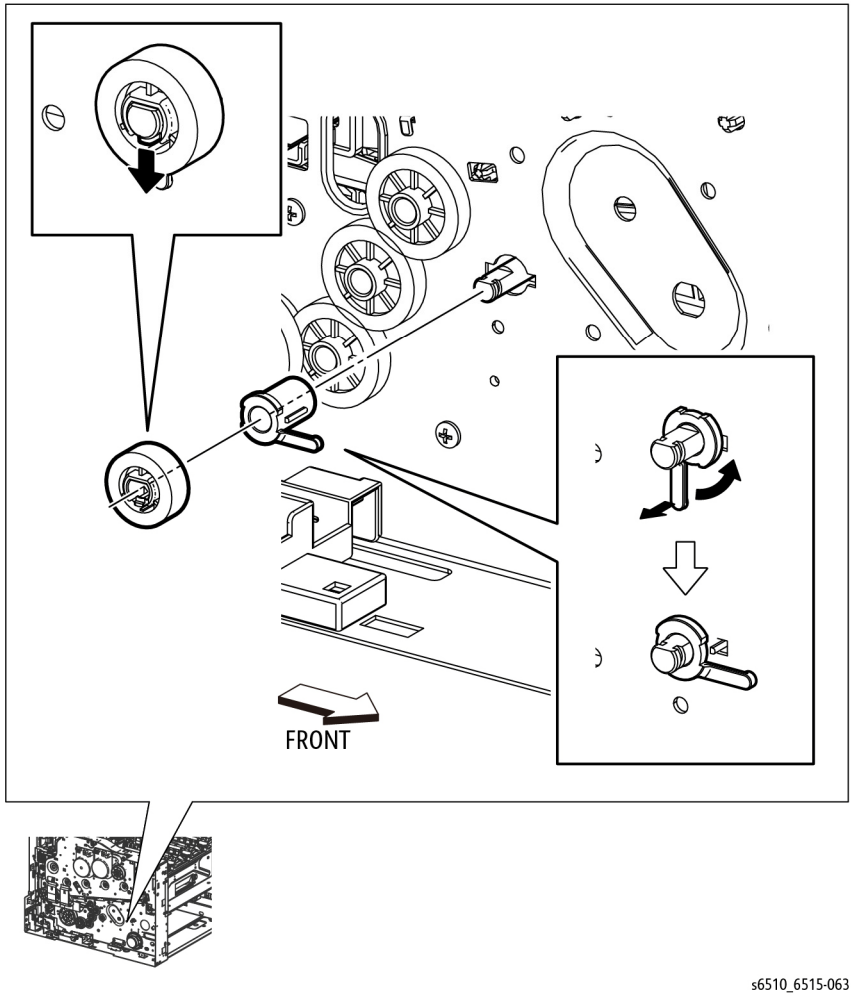

Figure 5 Remove the Turn Gear and Left TA Bearing
15. Refer to Figure 5 to release the hook and remove the Turn Gear.
16. Refer to Figure 5 to unlock the Left TA Bearing by lifting the tab, then rotate and remove it.